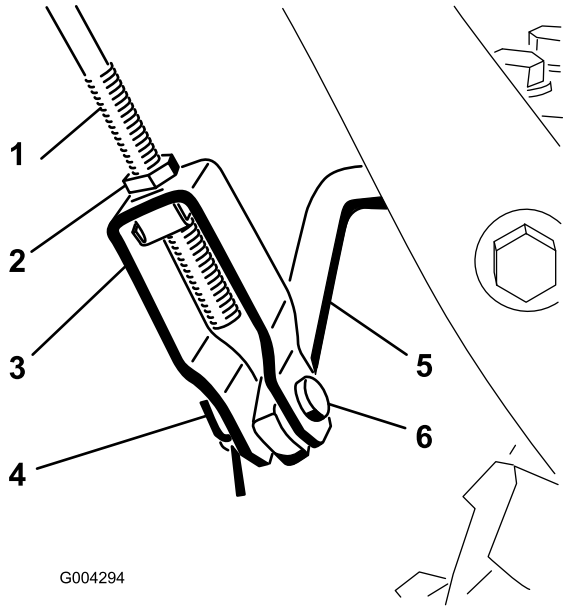

Figur 8
1. Lossa på kontramuttern ovanför hålklykan på den övre styrstången (Figur 8).
2. Passa in hålen i hålklykan mot den nedre styrstången och sätt i sprintbulten (Figur 8).
C. Justera hålklykan uppåt eller nedåt för att öka eller minska avståndet mellan handtagets övre del och matarskruvs-/impellerreglagets nedre del (Figur 8).
6. När avståndet är korrekt justerat sätter du tillbaks sprintbulten och fäster den med saxpinnen (Figur 8).
7. Dra åt kontramuttern så att hålklykan sitter fast ordentligt (Figur 8).